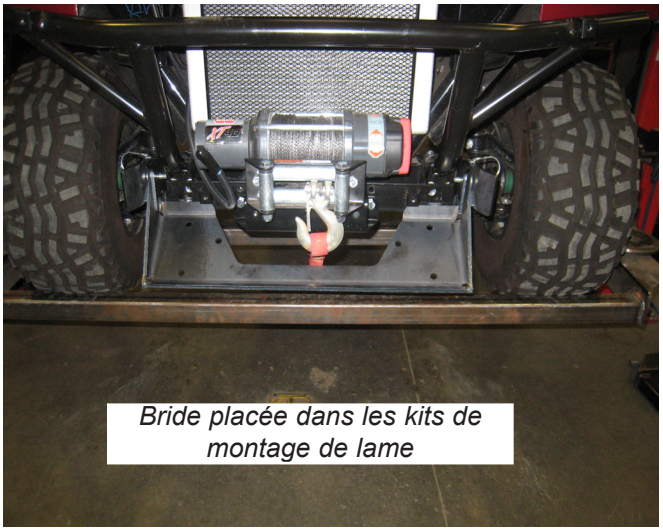

*Figure 4*
4. Insérez la bride de kit de montage de lame (A3) dans le kit de montage et installez les chevilles. La bride étant installée, ajustez les kits de montage de lame. Les kits de montage de lame doivent être alignés avec les oreilles de la bride. Lorsque les fixations du kit de montage de lame sont serrées, la bride doit pouvoir glisser facilement dans les kits de montage de lame. Voir figure 4.